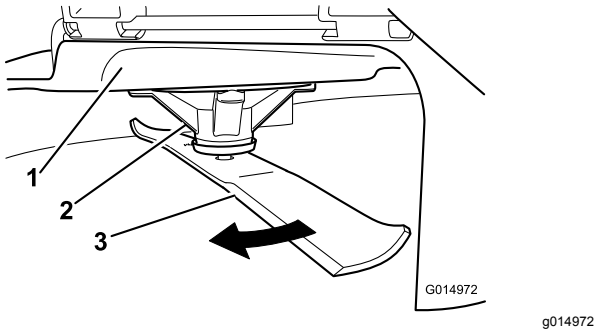

Figur 63
2. Bær tykt polstrede handsker eller anden tilstrækkelig håndbeskyttelse, drej langsomt skærekniven til en position, der gør det muligt for dig at måle afstanden mellem skærekanten og den plane flade, som maskinen befinder sig på (Figur 63).